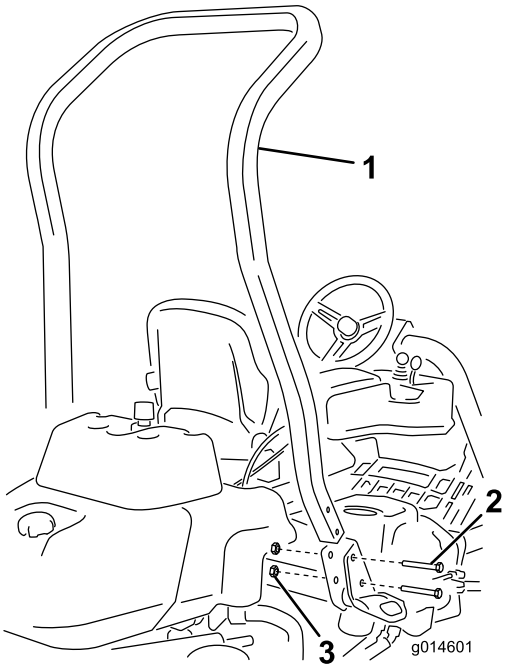

**Figur 3**
3. Montera störtbågen i fickorna på båda sidorna av maskinen med hjälp av fyra bultar (1/2 x 3 3/4 tum) och fyra flänsmuttrar (1/2 tum) (Figur 3).